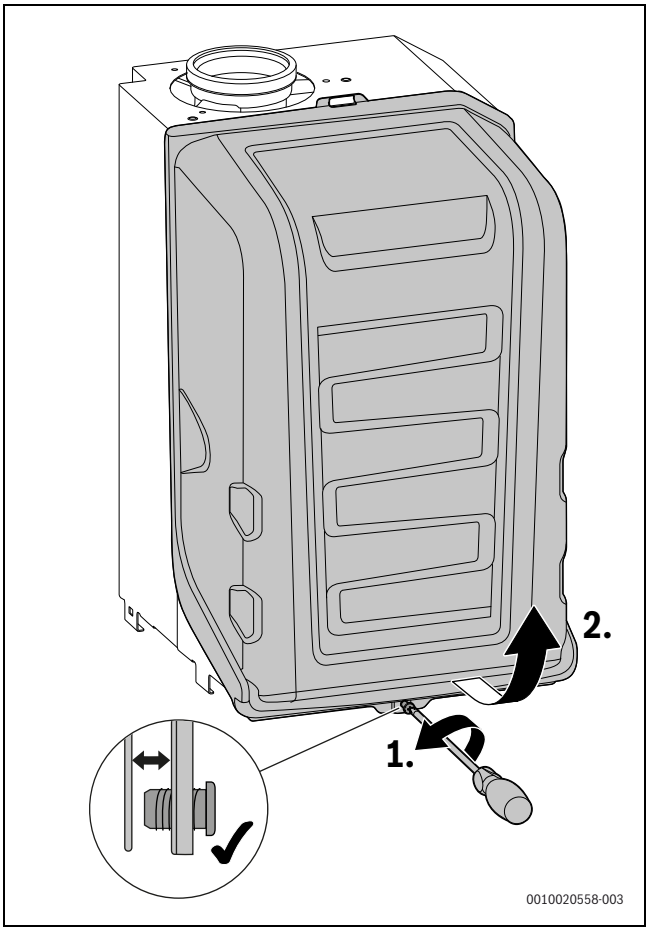

Rys. 152 Demontaż obudowy palnika
▶ Zdjąć osłonę palnika (→rys. 152, str. 77).